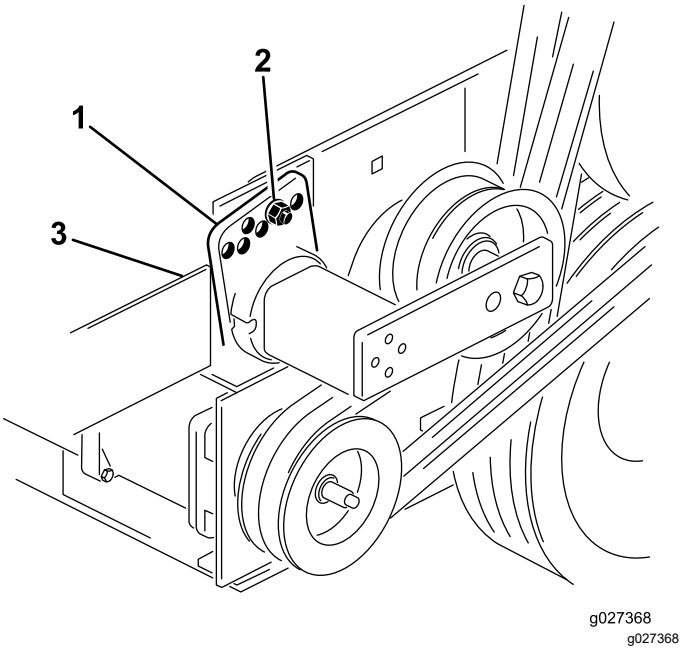

Figure 15
3. Retirez le boulon et l'écrou qui fixent le guide de tendeur au support de l'entraînement pour détendre la courroie (Figure 15).